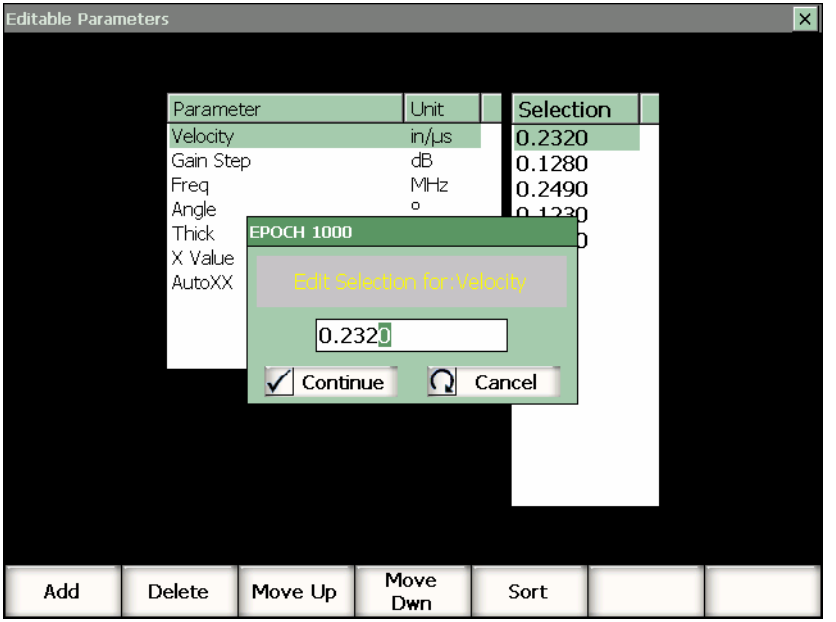

Figure 3-31 Changing a preset value
3. Adjust to the desired value, and then press **[CHECK]** to confirm (see Figure 3-31 on page 96).